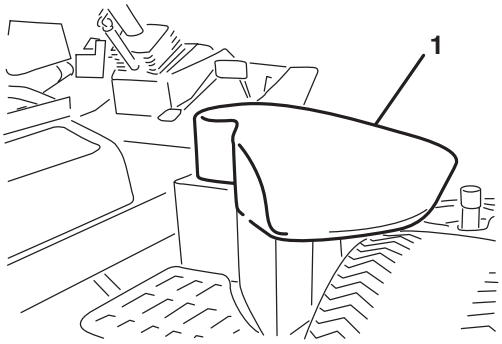

**Figure 1**
2. On the right side of the machine, raise the hydraulic tank cover (Fig. 1).